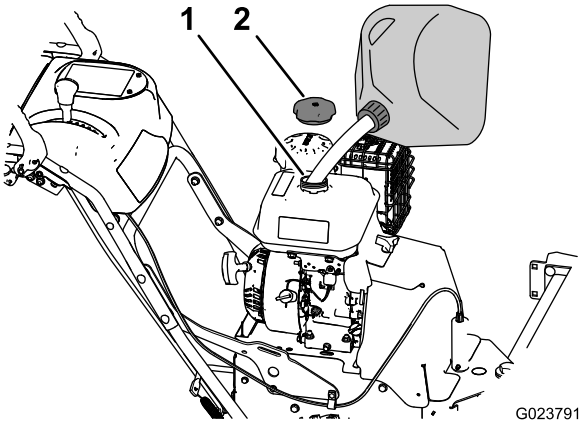

Figuur 7
1. Maak de omgeving van de dop van de brandstoftank schoon (Figuur 7).
2. Verwijder de dop van de brandstoftank (Figuur 7).
4. Doe de dop weer op de tank en veeg eventueel gemorste benzine weg (Figuur 7).